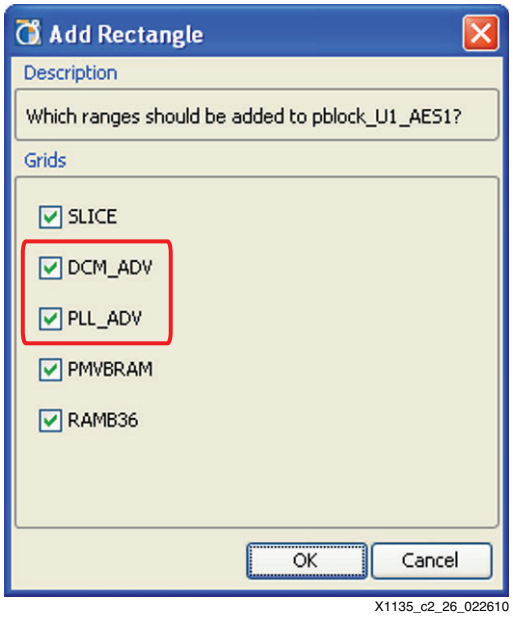

Figure 3-26: **Add Rectangle**
14. A dialog box (see Figure 3-26) pops up with various attributes and associated checkboxes. All boxes must be checked, including (if listed) **DCM_ADV**, **PLL_ADV**, **BUFGCTRL**, **BUFR**, and **BUFIO**. Even though most of these blocks are not in the design, it is important to select them to take advantage of their routing resources. All used components must be included.